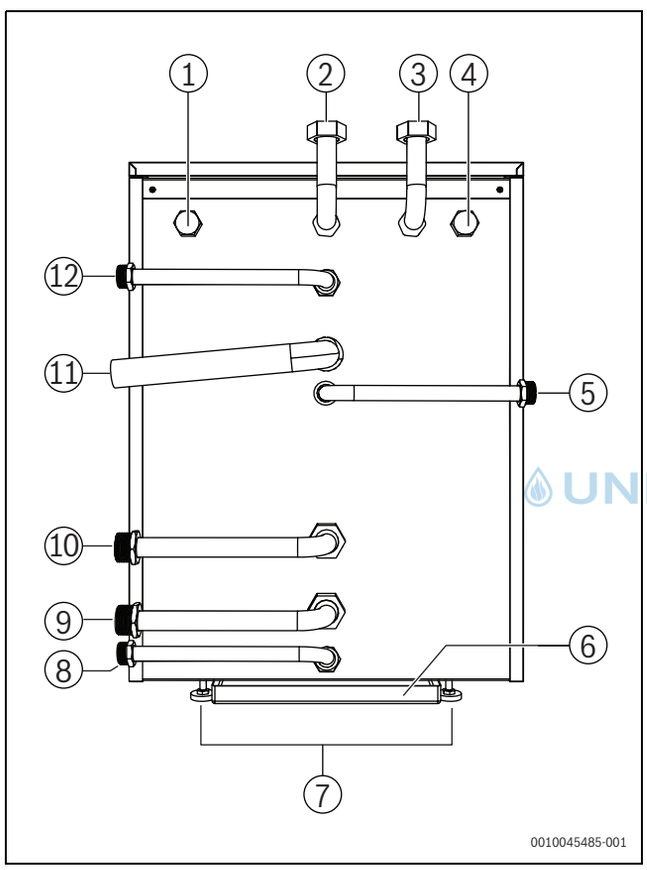

Bild 14 Anschlüsse
- ▶ Vorlaufrohr vom Wärmeerzeuger spannungsfrei am Vorlauf (→ Bild 14 [9], Seite 12) montieren.
- ▶ Rücklaufrohr zum Wärmeerzeuger spannungsfrei am Rücklauf (→ Bild 14 [10], Seite 12) montieren.
8.3 Ausdehnungsgefäß (AG) anschließen
- ▶ Wasserleitung vom Trinkwassernetz am Eingang (→ Bild 14 [5], Seite 12) spannungsfrei montieren.
- ▶ Wasserleitung zum Trinkwasserspeicher am Ausgang (→ Bild 14 [12], Seite 12) spannungsfrei montieren.
- ▶ Abflussleitung am Abfluss (→ Bild 14 [11], Seite 12) montieren.